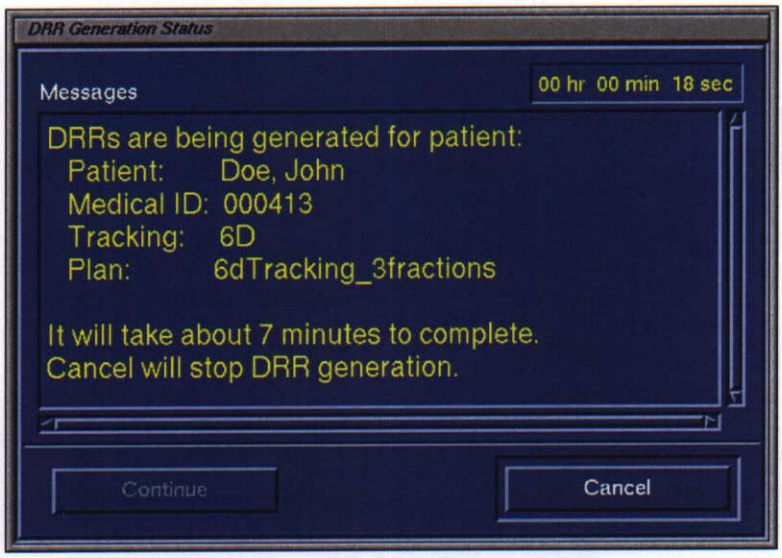

**Figure 4 DRR Generation Status**
**Step 2.** If the DRR's are for patient treatment, click the **PATIENT** button. If the DRR's are for phantom simulation, click **PHANTOM**. The Plan List window disappears and the drr generation status message (*Figure 4 DRR Generation Status, page 4*) appears.